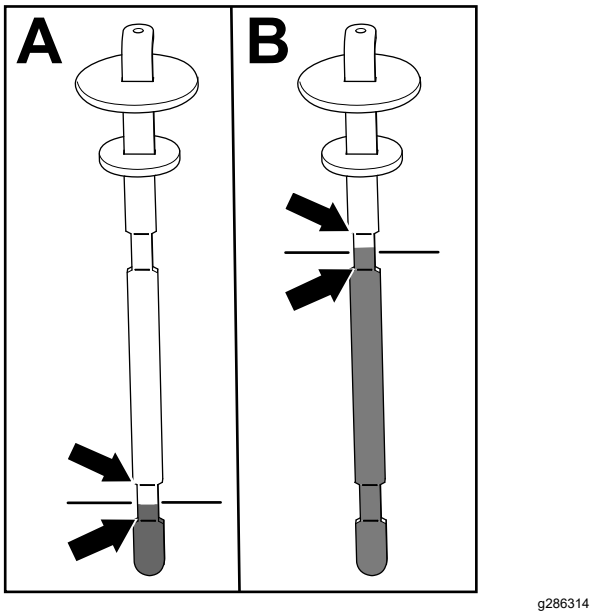

Figura 84
5. Retire la varilla y compruebe el nivel de fluido (Figura 84).
- **Si tiene una unidad de corte instalada:** el nivel de fluido hidráulico está en el nivel apropiado cuando el fluido aparece entre las dos marcas inferiores de la varilla (A en la Figura 84). También es aceptable que el nivel de fluido esté por encima de las marcas inferiores.
- **Si tiene instalado el kit de Mangueras para accesorios de accionamiento hidráulico:** el nivel de fluido hidráulico está en el nivel correcto cuando el fluido aparece entre las dos marcas superiores de la varilla (B en la Figura 84).